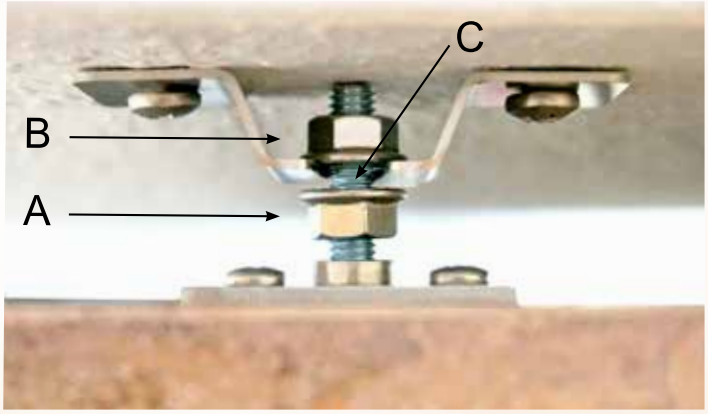

Abb. 3
7. Schrauben Sie auf die beiden oberen Gewindebolzen der Heizplatte (werden in Wandhalter eingehängt je eine Sechskantmutter mit Flansch (A) bis zum Gewindeende und achten Sie darauf, dass der Flansch von der Heizplatte weg zeigt. Siehe Abb. 3 (bereits werkseitig für die Hochkant-Montage vormontiert)